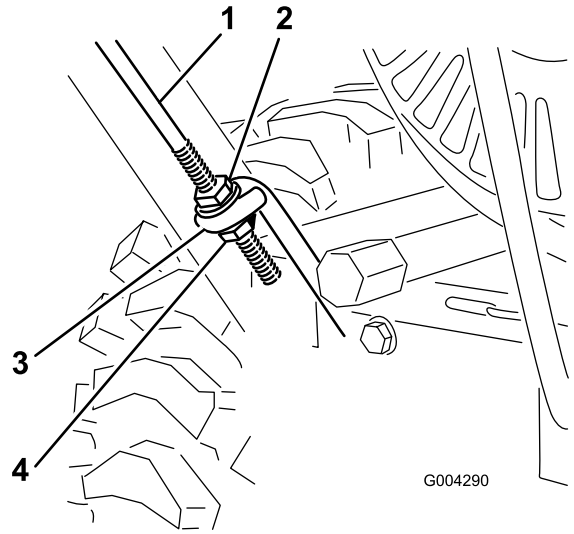

Figur 4
3. Trä på en flänsmutter (inte flänslåsmuttern) med flänsen nedåt mot drivstången som sitter fast på handtagets vänstra sida (Figur 4).
4. Placera handtagets vänstra sida mot maskinens sida och för in drivstångens ände genom öglan i hjuldrivningens undre drivstång (Figur 4).
1. Trä på flänslåsmuttern (med flänssidan uppåt) längst ner på drivningsstyrstången, nedanför bygeln i den nedre drivstången (Figur 4).